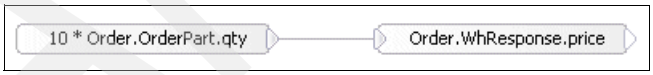

Figure 11-46 Calculate Price Snippet
7. Implement the Calculate Price snippet as shown in Figure 11-46.